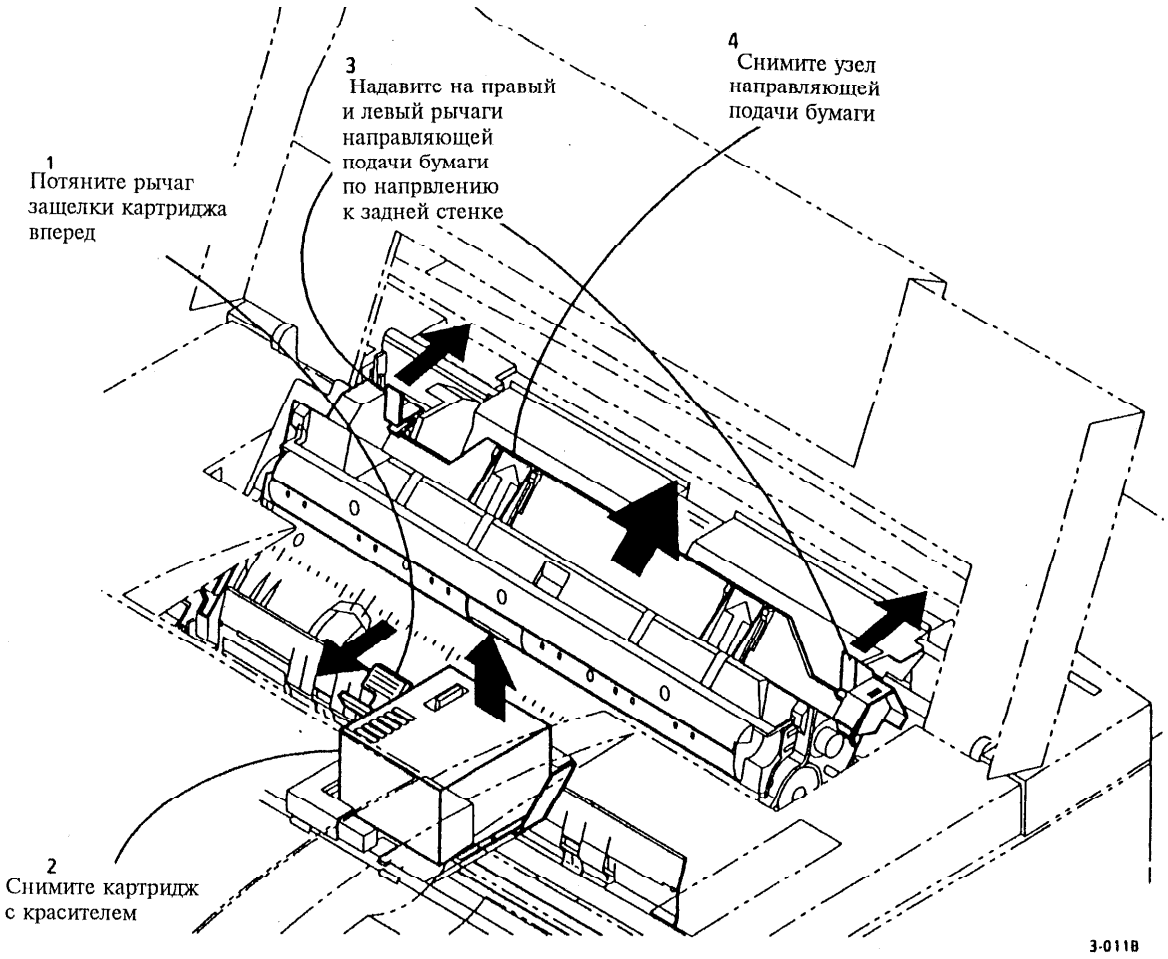

Рис. 2 Снятие картриджа с красителем и узла направляющей подачи бумаги
3. (Рис. 2):Снимите картридж с красителем и узел направляющей подачи бумаги.